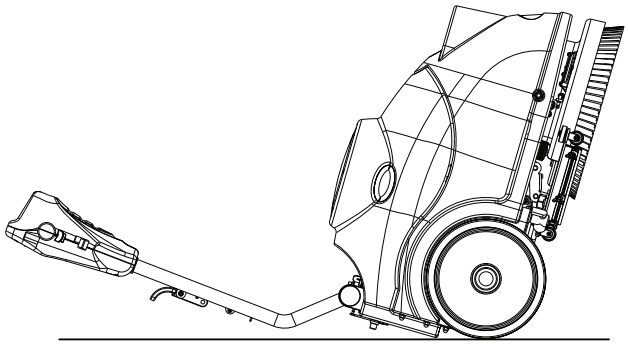

FIGURA 2
2. Coloque la máquina en la posición mostrada en la figura 2. Levante la palanca de levantamiento (26) para levantar la escobilla. (33).
1. Apague la máquina. (47)
2. Tire hacia abajo la palanca de elevación de la escobilla (26) para colocar la escobilla en la posición de “trabajo”.
3. Coloque la máquina en esta posición, como se muestra en la Figura 2.
4. Afloje los dos tornillos (55) de la escobilla y desplace la escobilla por las ranuras del soporte de la escobilla.
6. Para reemplazar la escobilla delantera / trasera, (56/57) desenroscar las tuercas mariposa (37).